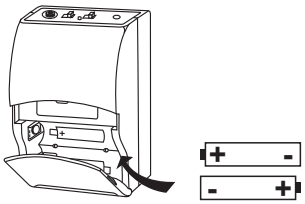

FIGURE 8
2. Pull up on the OPEN side of the battery compartment cover, flip it open,as shown in Figure 8.
3. Insert fresh 1.5V AAA alkaline battery into the battery compartment as shown in Figure 8. TWO fully charged 1.2V NiCad battery should provide 8 hours of performance time. When the red LOW BATTERY light on the transmitter glows,you have 20 minutes or less if useful battery life remaining;change the battery at your first opportunity.